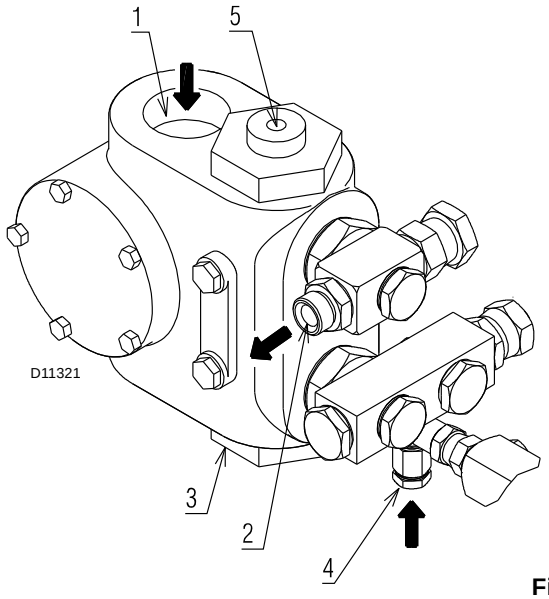

Fig. 21
Key (Fig. 21)
- ➤ In order for self-priming to take place, the screw 4) on the pump (Fig. 21) must be loosened to bleed off the air contained in the suction line.
If the pump has been drained, fill it with fuel through the opening on the vacuometer 4)(Fig. 21) prior to starting; otherwise, the pump will seize.